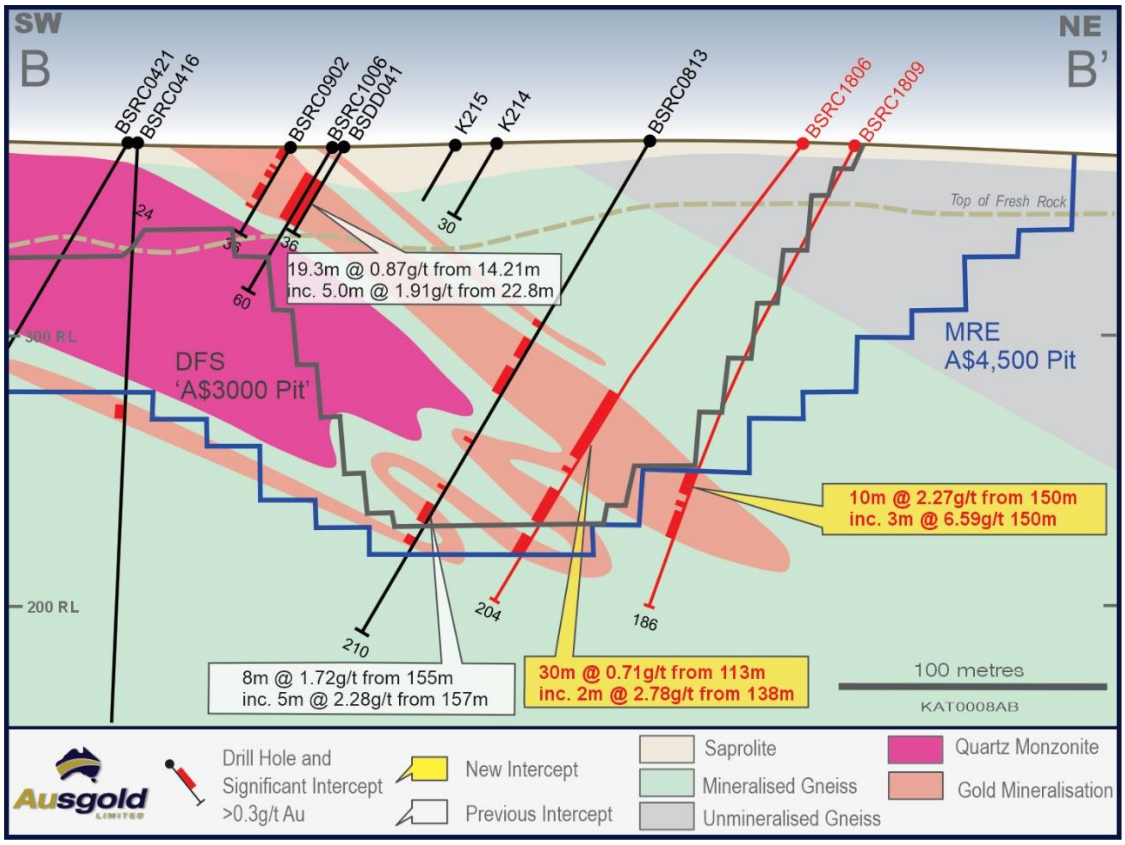

Figure 4 – Cross-section B-B' (6,287,800mN) across the Jinkas -White Dam Lodes with Resource Drilling and Pits
- ***10m @ 2.27g/t Au*** *from 150m including* ***3m @ 6.59g/t Au*** *from 150m in BSRC1809 (Figure 4)*